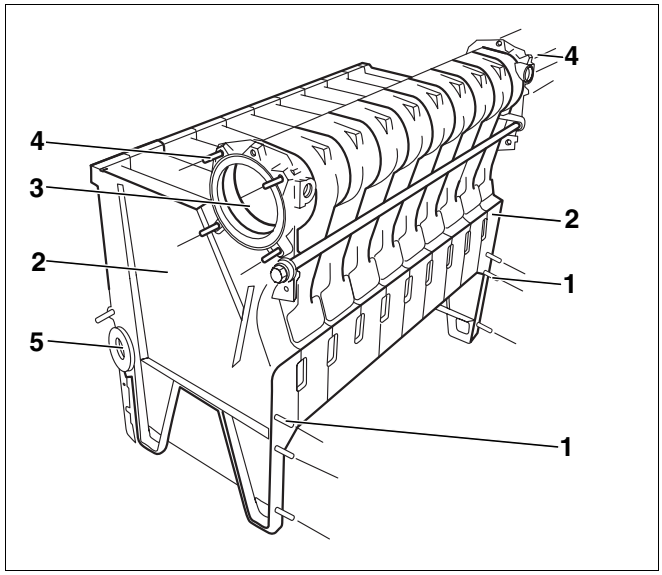

Afb. 21 Stiftbouten monteren
- Draai telkens vier stiftbouten (afb. 21, **pos. 4**) in de draadboringen om de bovenste ketelnaaf (afb. 21, **pos. 3**) links en rechts.
- Draai telkens drie stiftbouten (afb. 21, **pos. 1**) op de voorzijde in de eindelementen (afb. 21, **pos. 2**) links en rechts.
De onderste ketelnaven aan de eindelementen (afb. 21, **pos. 2**) van het ketelblok moeten met de bijgeleverde stop afgesloten worden.
- Sluit met de blindstop 1¾" de achterste onderste ketelnaaf (afb. 21, **pos. 5**) af. Bij het 2e ketelblok wordt er een stop (1¾" × 1"), met aansluitmogelijkheid voor een leiding naar het expansievat, ingeschroefd.